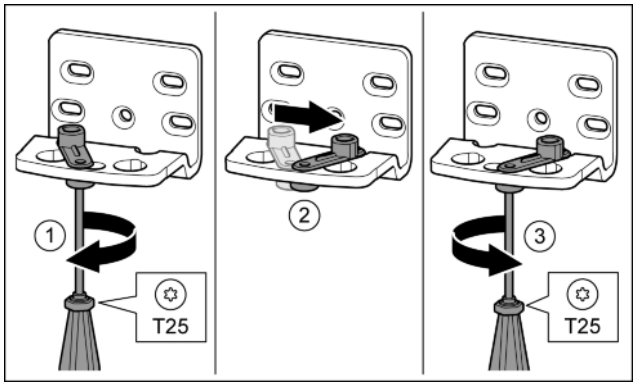

Fig. 14
▶ Schroef met de schroevendraaier T25 losdraaien. *Fig. 14 (1)*
▶ Deursluithulp optillen en 90° naar rechts in de opening draaien. *Fig. 14 (2)*
▶ Schroef met schroevendraaier T25 vastschroeven. *Fig. 14 (3)*